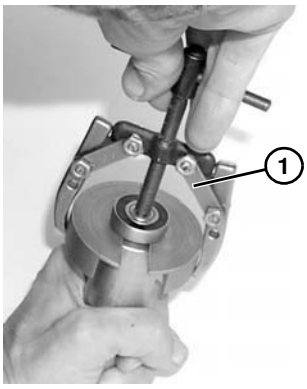

Figure 78
2. À l'aide de l'extracteur, numéro de pièce #807–1716 **(Figure 78, élément 1)**, retirer et jeter le roulement,